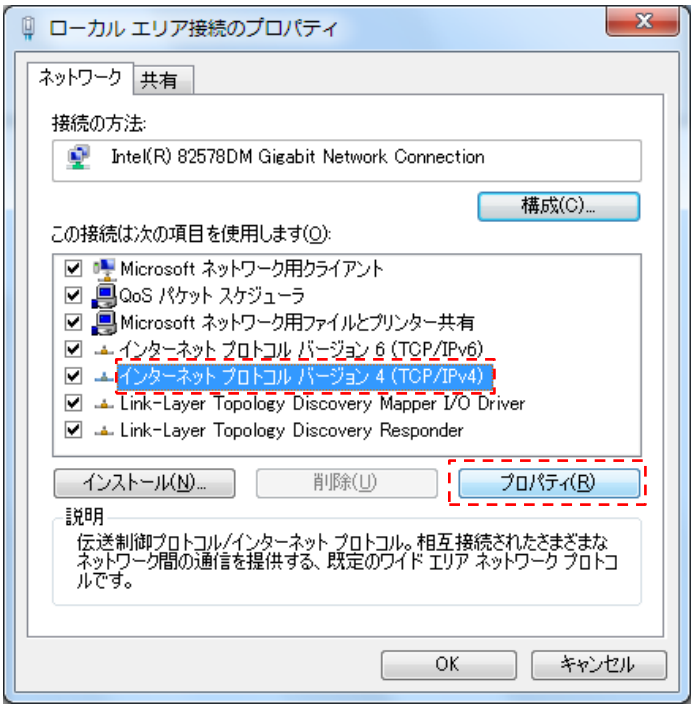

図 3-6 ローカルエリア接続のプロパティ画面
手順③：ローカルエリア接続のプロパティ画面より、「インターネットプロトコルバージョン 4(TCP/IPv4)」を選択し、「プロパティ」をクリックしてください。(図 3-6)